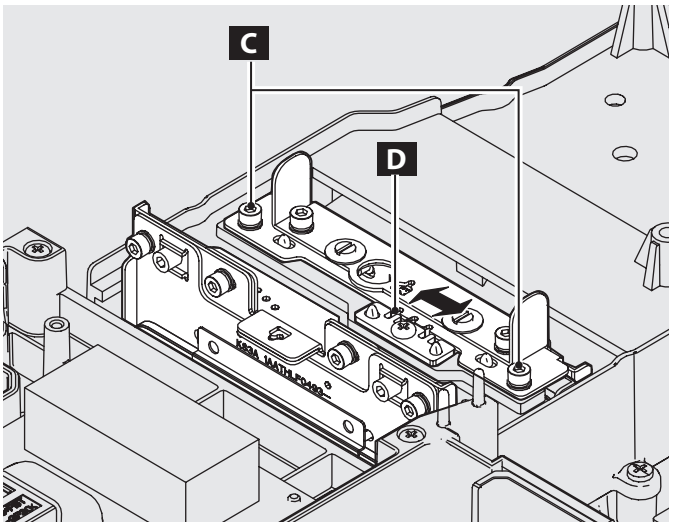

Fig.1-2
2) To adjust the image horizontally as shown in **Fig.1-2**, loosen 2 screws **C**, and move the slot **D** by using a slot screwdriver.